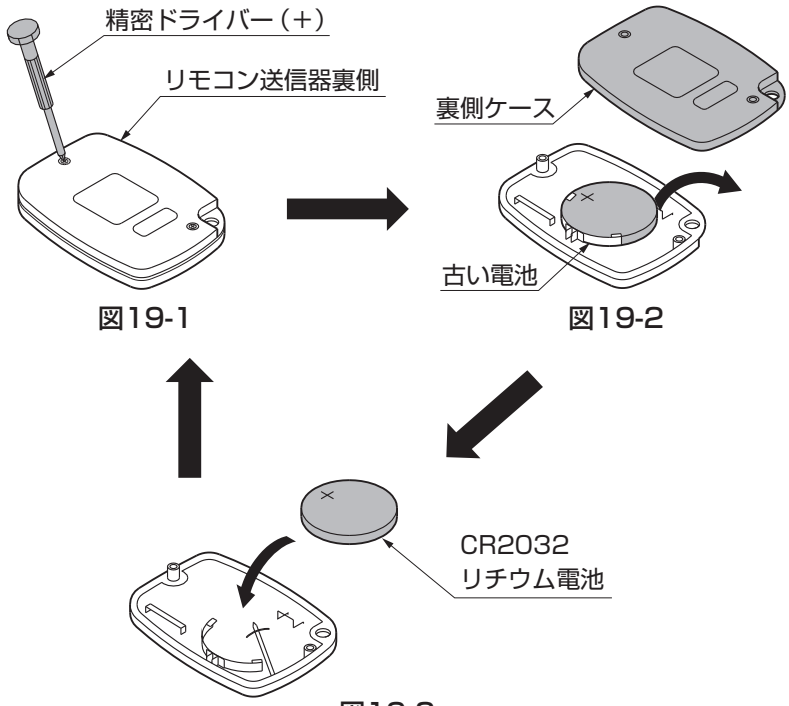

図19-1　図19-2　図19-3
①リモコン送信器の裏側のネジ（2箇所）を精密ドライバー等ではずしてください。（図19-1参照）
④はずしたケースを取付けてください。（図19-1参照）